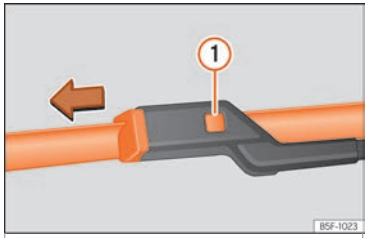

Fig. 83 Substituição das escovas do limpa para-brisas. »
- Pressione o botão de segurança (1) ››› Fig. 83.